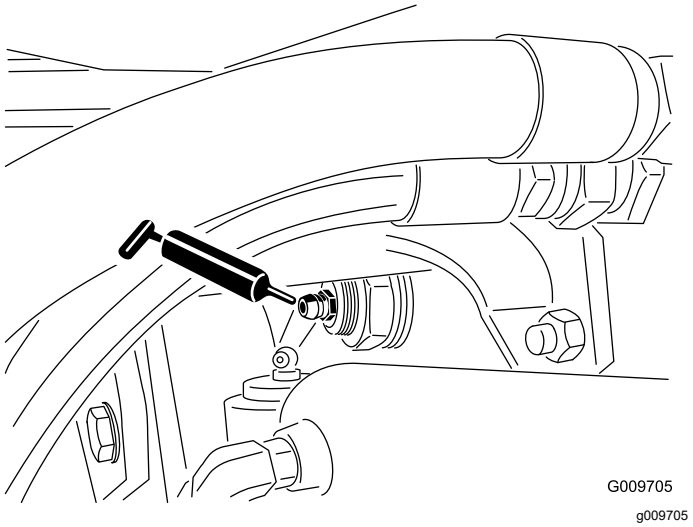

Figur 80
- Bakakselens tapphylser (2) (Figur 80)